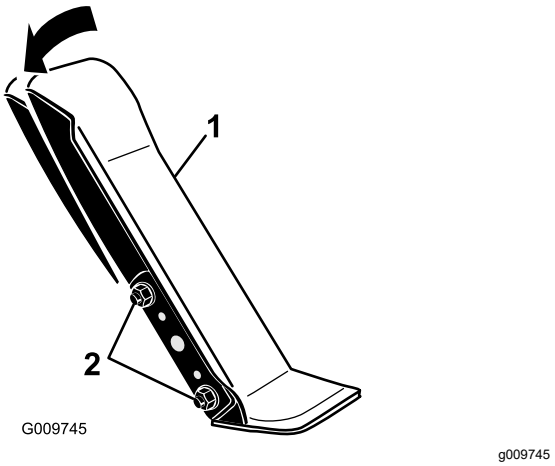

Figuur 114
1. Draai de 2 bouten en moeren los waarmee de linkerzijde van het tractiepedaal aan de beugel is bevestigd (Figuur 114).
2. Draai het pedaal naar de gewenste hoek en draai de moeren vast (Figuur 114).